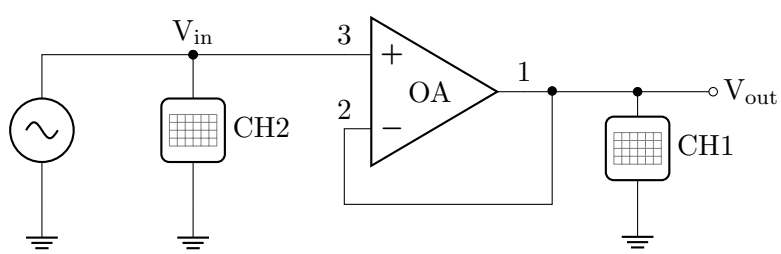
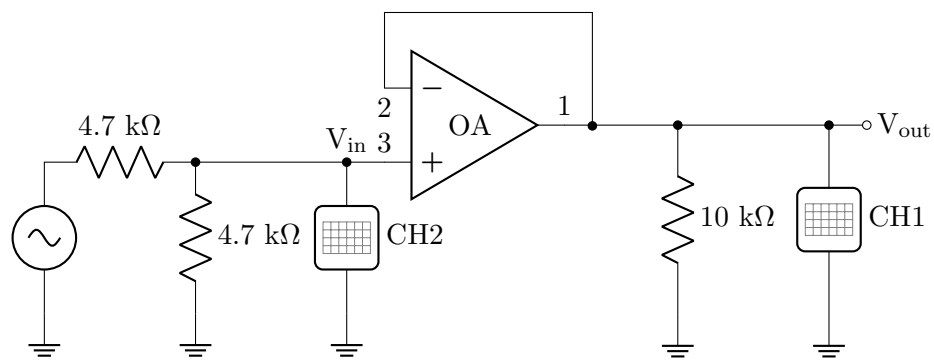

Figure 1: Unity-gain buffer (voltage follower) circuit
Figure 5: Buffer Circuit #1 with the 10 kΩ load resistor.
Op amps must always be supplied with DC power and therefore it is best to configure these connections first before adding any other circuit components. Figure 1 shows one possible power arrangement on your solderless breadboard. We use two of the long rails for the positive and negative supply voltages, and two others for any ground connections that may be required. Included are the so-called "supply de-coupling" capacitors connected between the power-supply and ground rails. It is too early to discuss in great detail the purpose of these capacitors, but they are used to reduce noise on the supply lines and avoid parasitic oscillations. It is considered good practice in analog circuit design to always include small bypass capacitors close to the supply pins of each op amp in your circuit. Use the side cutters available in the lab to make the wires are cut to as short as possible such that components are flat on the protoboard. Also make the connecting wires such that they are not excessively long.
The first op-amp circuit is a deceptively simple one, shown in Figure 1. It is known as unity-gain buffer, or sometimes just a voltage follower, defined by the transfer function $V_{out} = V_{in}$. At first glance it may seem like a useless device, but as we will show later it finds use because of its high input resistance and low output resistance.
Using the ECE Emerge adaptor board and the ADALM2000 power supplies, construct the circuit shown in Figure 1. **Note that the power connections have not been explicitly shown here; it is assumed that those connections must be made in any real circuit (as you did in the previous step), so it is unnecessary to show them in the schematic from this point on.** Use jumper wires to connect input and output to the waveform generator and oscilloscope leads.
From the perspective of the load circuit, the buffer transforms a non-ideal voltage source into a nearly ideal voltage source. Figure 5 describes a simple circuit that we can use to demonstrate this feature of a unity-gain buffer. Here the buffer is inserted between a voltage-divider circuit and some "load" resistance:
- Add the resistors to your circuit as shown in Figure 5 (note we have not changed the op-amp connections here, we have just flipped the op-amp symbol relative to Figure 1). **Make sure to follow good prototyping techniques.**